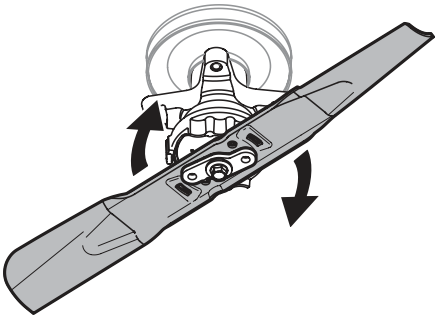

Fig. 53
5. Rotate the blade clockwise to align with the blade adapter (Fig. 53).